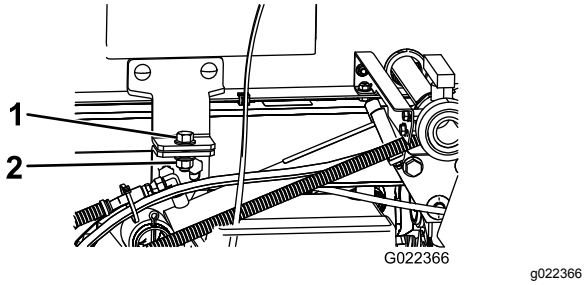

**Figur 77**
4. Fjern sikkerhetsboltene fra forsiden av plattformen (Figur 77).